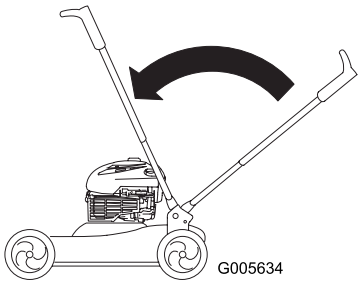

Figuur 38
2. Zet de handgreep omhoog in de verticale stand (Figuur 38).